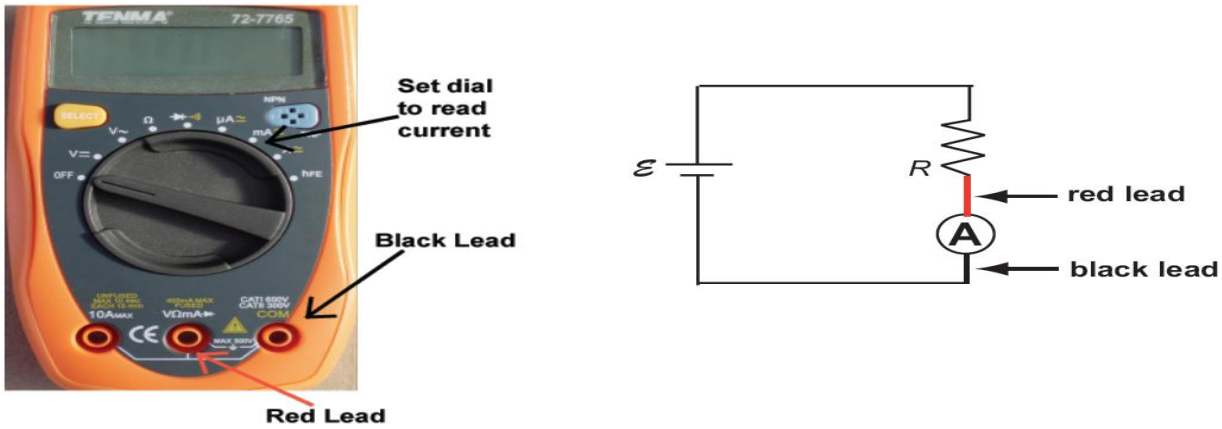

Fig. 13. Measuring Current with a Multimeter
- The current through a resistor is measured by connecting the positive lead of the multimeter to the end of the resistor, then connecting the negative lead of the multimeter to ground. See Figure 13 for an illustration.